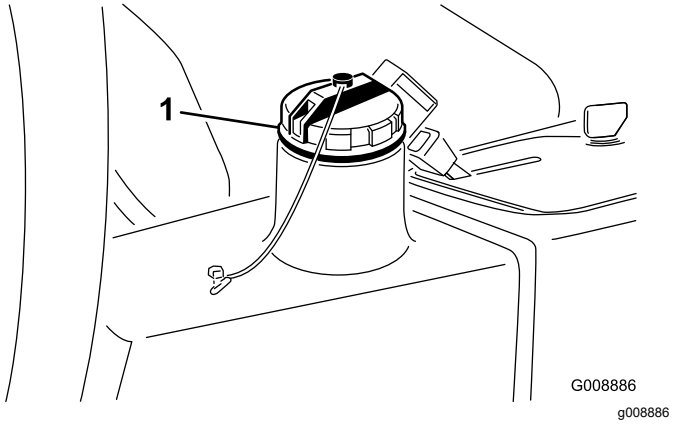

**Figur 76**
2. Gör rent omkring påfyllningsröret och hydraultanklocket (Figur 76).